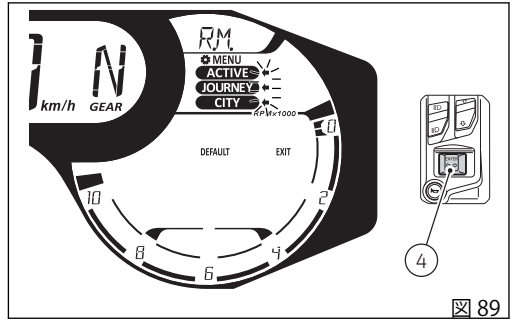

図 89
ボタン (4) を押すと、インストルメントパネルはすべてのライディングモードのドゥカティ初期設定値を回復します。インストルメントパネルには 2 秒間 3 つすべてのライディングモード “ACTIVE”、“JOURNEY”、“CITY” が固定表示され、ライディングモードの右側にある 3 つの矢印が点滅します (図 89)。